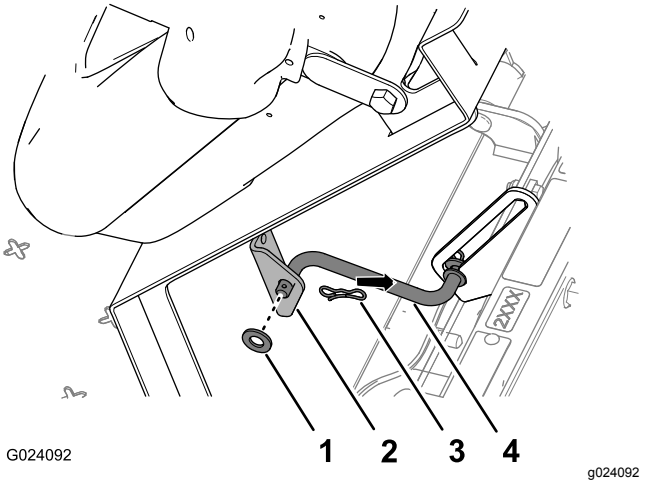

Figuur 4
2. Verwijder de R-pen waarmee de steunstang bevestigd is aan de beugel onderaan de stoelplaat (Figuur 4).